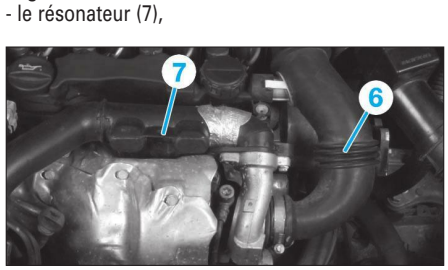

**Fig. 60**
- le conduit d'entrée d'air du turbocompresseur (6) **(Fig.60)**,
- le résonateur (7),